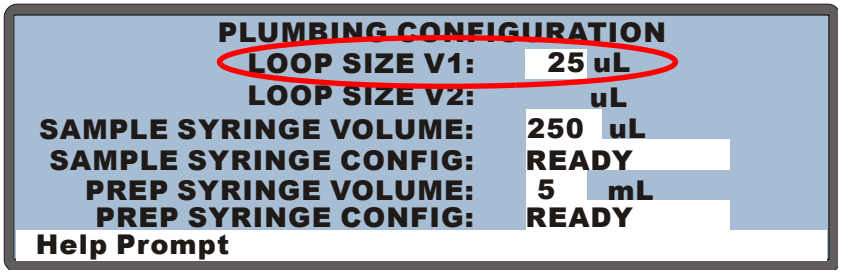

Figure 3-15. Plumbing Configuration Screen
1. Enter the size of the installed loop on the **PLUMBING CONFIGURATION** screen (see Figure 3-15). Press **Menu, 5**, and **3** to go to the **PLUMBING CONFIGURATION** screen.